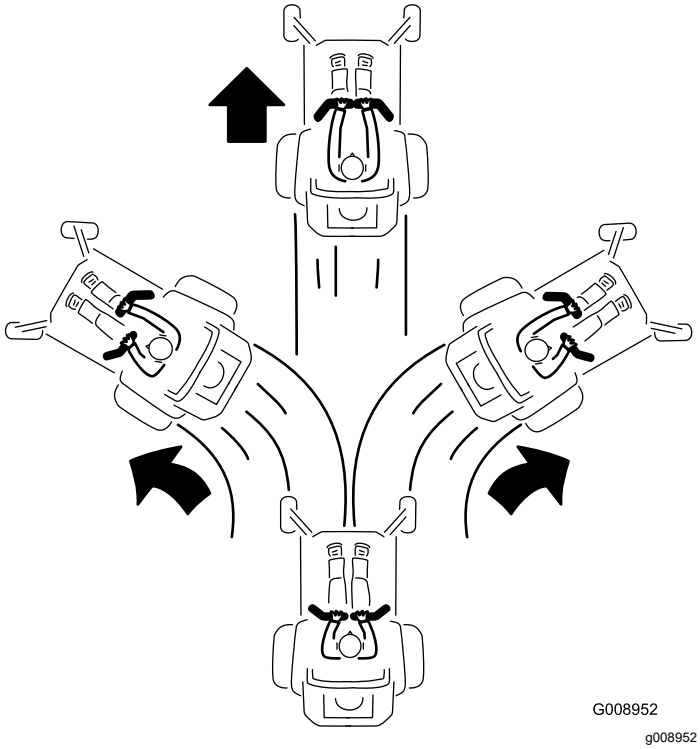

**Figur 26**
3. Kør fremad ved langsomt at skubbe bevægelseshåndtagene fremad (Figur 26).